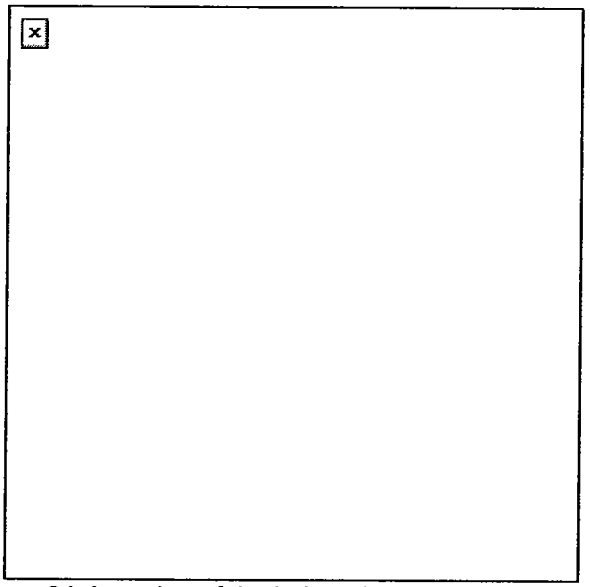

Figure 24. Insertion of the bolt and backplate assembly.
(2) Slide the primary drive lever lock to the rear and engage the pivot post lever through the holes in the receiver and vertical cam.
(3) Slide the primary drive lever lock forward. (The primary drive lever lock is located on the vertical cam just beneath the top of the receiver).
j. Insert the bolt and backplate assembly (Figure 24).